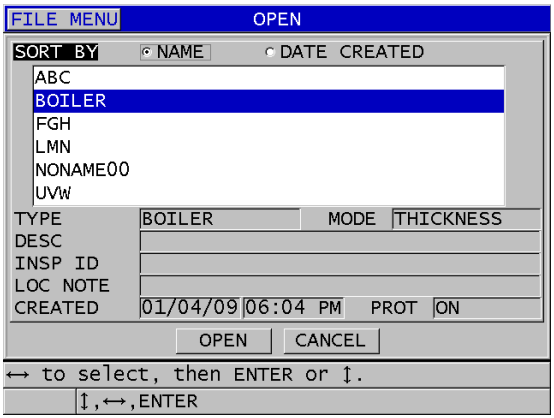

Rysunek 11-16 Otwieranie pliku
3. Na ekranie **OPEN** (Otwórz) (patrz Rysunek 11-16 na stronie 219):